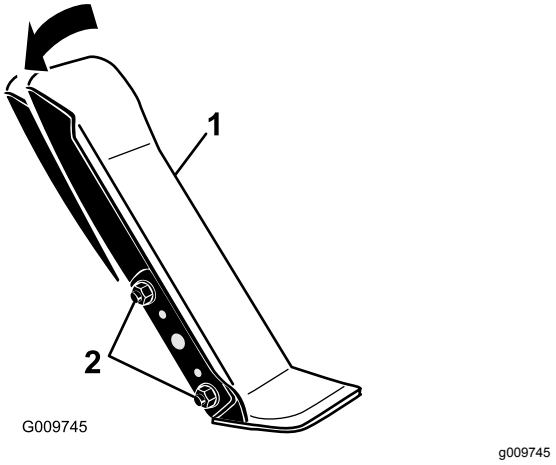

**Figur 117**
1. Løsn de to bolte og møtrikker, som holder traktionspedalens venstre side fast på beslaget (Figur 117).
2. Drej pedalen hen i den ønskede driftsvinkel og stram boltene (Figur 117).